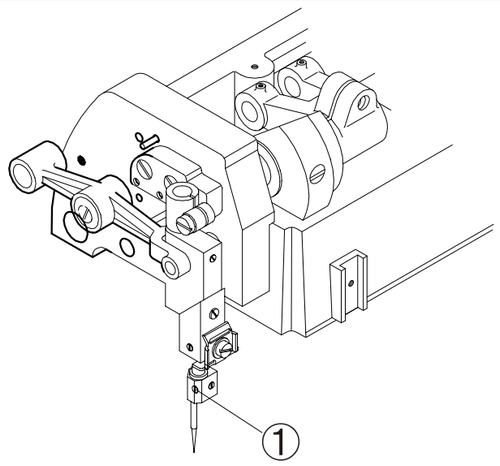

Fig. 16
(2) Para los modelos de doble aguja, cuando el bucleador inferior este demasiado cerca de la aguja derecha, o el espacio entre estos es muy amplio. Por favor afloje el tornillo 1 y mueva el soporte del bucleador para ajustar la distancia entre el bucleador y la aguja de 0-0.5 mm. (Fig. 16)